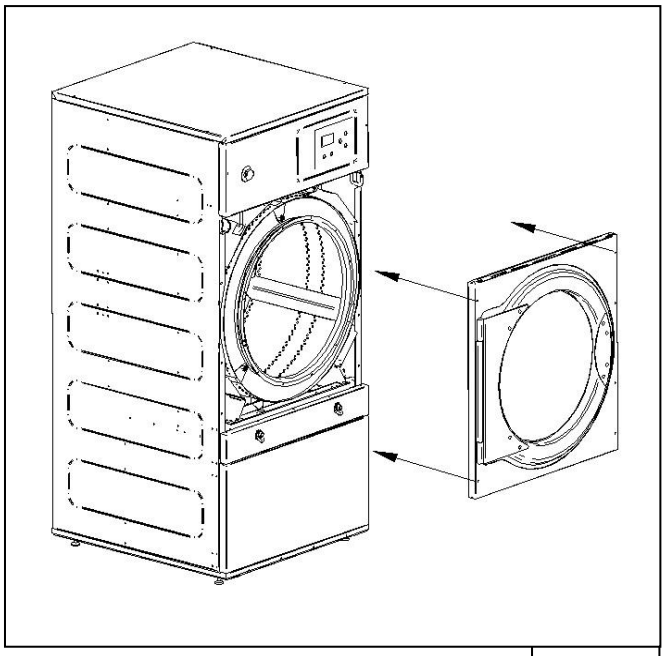

fig.3
13. Turn the front cover of the door 180º so that the hinges are on the opposite side and place in position. Secure with the 6 “B” bolts and 2 “B1” bolts using the No 3 Allen key. See Fig. 3.